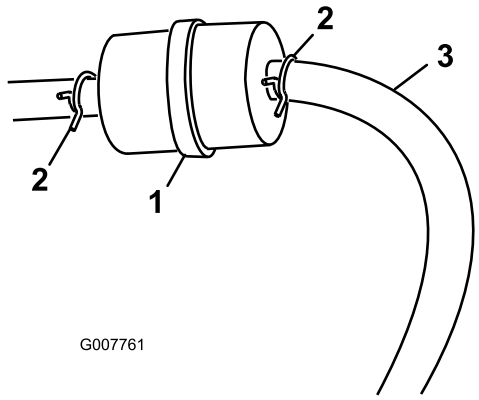

Figur 27
3. Klem slangeklemmernes ender sammen, og skub dem væk fra filteret (Figur 27).
5. Monter et nyt filter, og flyt slangeklemmerne hen til filteret (Figur 27).
3. Løsn slangeklemmen ved brændstoffilteret, og før den op ad brændstofrøret væk fra brændstoffilteret (Figur 27).
4. Træk brændstofrøret af brændstoffilteret (Figur 27).
Bemærk: Lad benzinen løbe ud i en benzindunk eller et aftapningskar (Figur 27).
5. Monter brændstofrøret på brændstoffilteret. Før slangeklemmen hen til brændstofventilen for at fastgøre brændstofrøret (Figur 27).